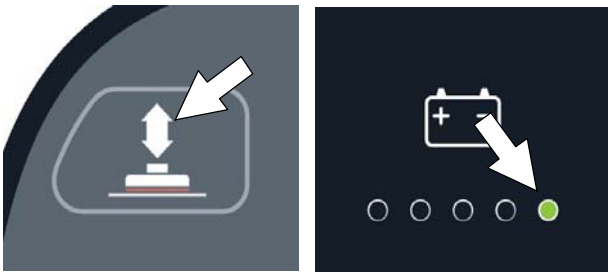

FIG. 166
1. Park the machine on a level surface and turn the key to off (O) position.
2. Press and hold the brush pressure button while turning the key on. Release button when the far right battery discharge indicator LED turns on (Figure 166). After releasing button, the active supervisor control mode will display as described in step 3 (Figure 167),